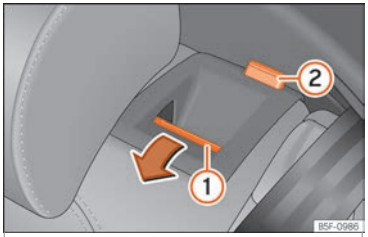

Fig. 111 Rear seat: folding the backrest.
- Press the unlock button ››› Fig. 111 (1) forwards and at the same time fold the backrest down. The rear seat backrest is not engaged when the red marking of the button (2) is visible.